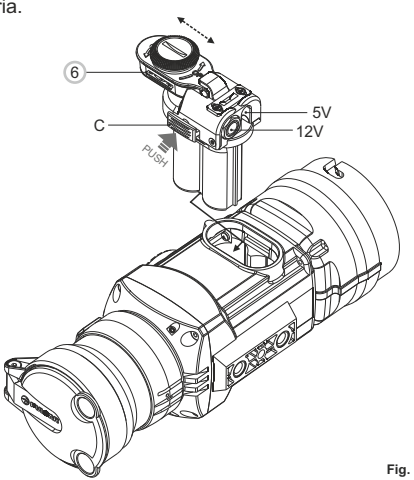

Fig. 3
- Installare l'adattatore nel vano batteria del monocolo **(vedi fig. 3)**.
- Fissare il tappo **(6)** sull'adattatore **(vedi fig. 3)**.
- Accendere l'apparecchio con una breve pressione del tasto **"ON/OFF" (9)**.